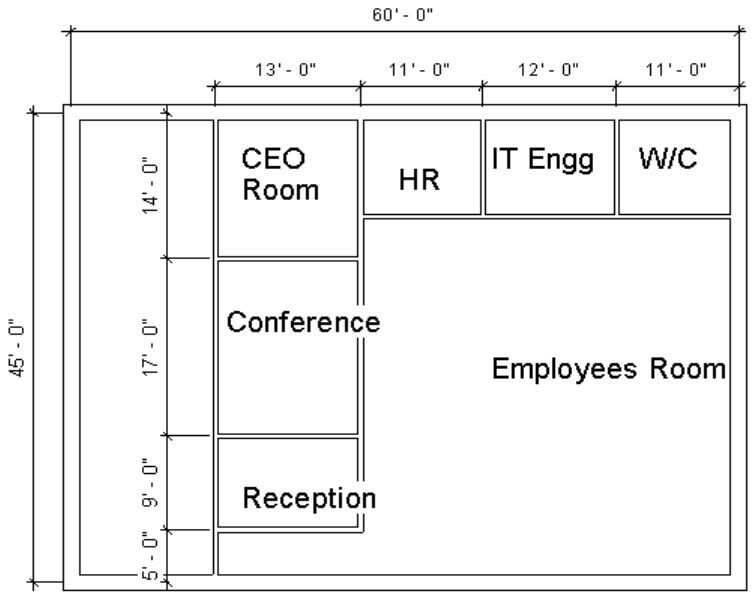

Figure 3-86 *Other interior walls for the project*
8. Similarly, sketch other walls, as shown in Figure 3-86.